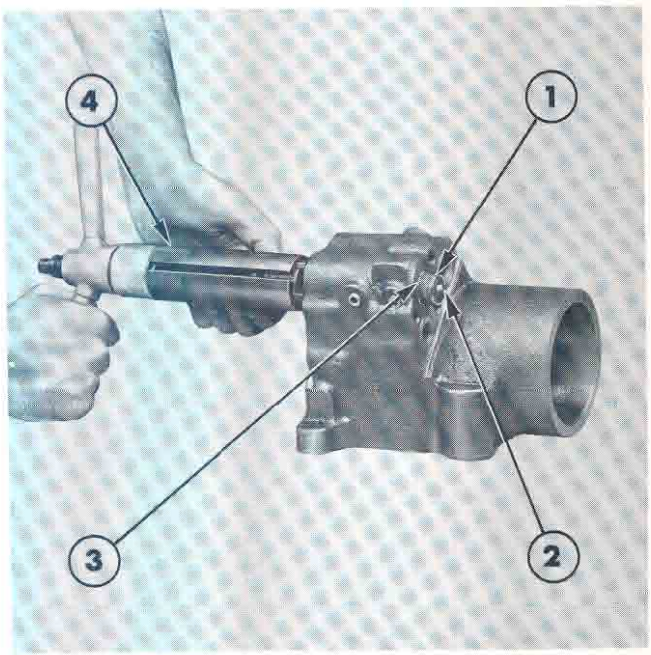

Figure 30
13. Screw the short threaded end of Extension Tool No. T8510-1/b into the Lift Cylinder Bushing Remover and Replacer Tool No. T8510 and pass the Extension through the control valve bushing from the front end of the lift cylinder. Screw the Special Nut Tool No. T8510-1/h onto the rear end of the Extension until the taper on the Special Nut locates squarely in the rear end of the bushing, Figure 30.